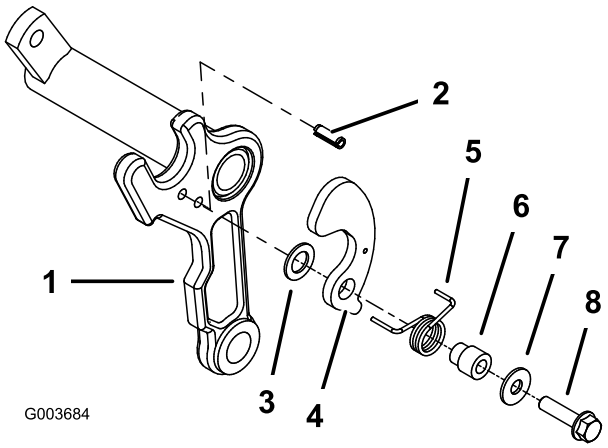

図 6
6. 各カッティングユニットのキャリアフレームの該当する側の、下穴にロールピンを取り付ける（図 6）。
7. キャリアフレームの、ロールピンが取り付けられている側に、プラスチックワッシャ、バスケットブラケット、トーションスプリング、バスケットカラー、平ワッシャ（0.344 x 0.875）およびボルト（5/16 x 1-1/4 インチ）を取り付ける）（図 6）。スプリングの長い方の脚を、キャリアフレームの前側にして、短い方（後ろ側）の足をバスケットブラケットの穴に差し込む。